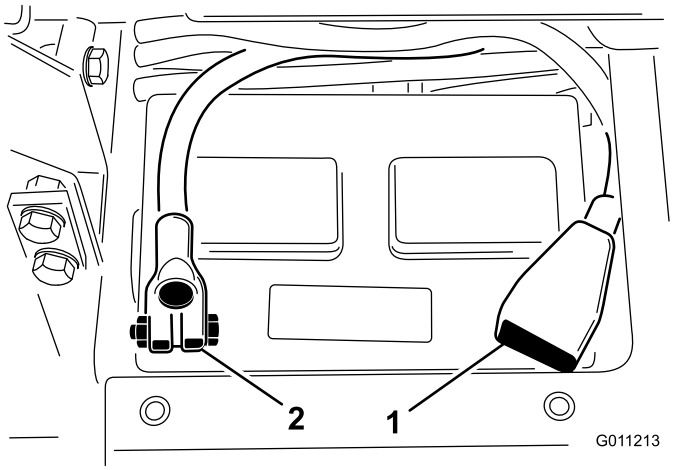

**Figur 5**
8. Slut pluskablet (rødt) til pluspolen (+) og minuskablet (sort) til minuspolen (–) på batteriet, og fastgør dem med bolte og møtrikker (Figur 5). Sørg for, at pluspolen (+) sidder ordentligt fast på batteriet, og at kablet er placeret tæt ind til batteriet. Kablet må ikke berøre batteridækslet.